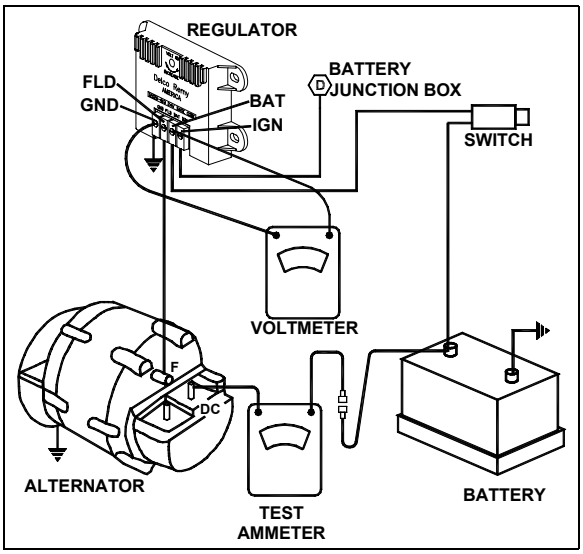

FIGURE 28: REGULATOR VOLTAGE TEST 06416
1. To check the voltage setting, connect a voltmeter across the "POS" and "NEG" terminals on the regulator, and an ammeter to the "C" terminal on the alternator. Refer to figure 28.